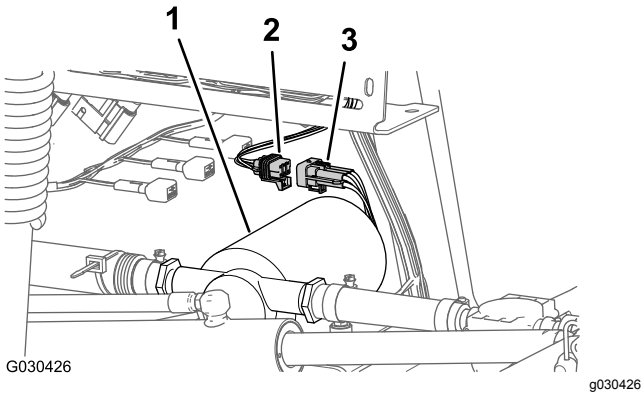

Figur 14
2. Frakobl konnektoren med 6 ben på skyllepumpens ledningsnet fra konnektoren med 6 sokler på det bageste hovedledningsnet (Figur 14).